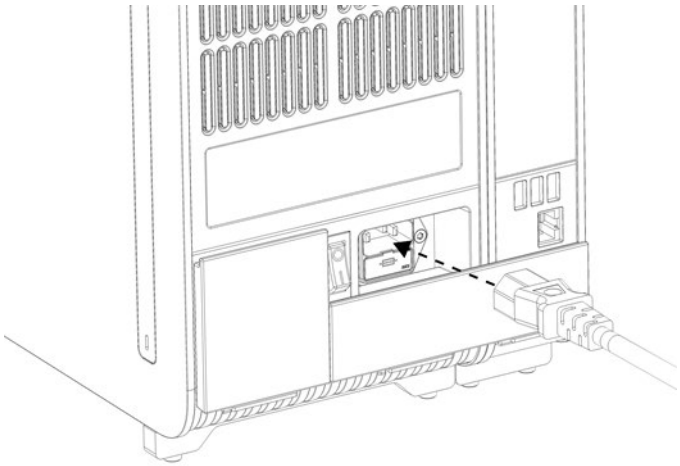

Figura 10. Conexión del cable de alimentación.
7. Conecte el cable de alimentación suministrado con el dispositivo QIAstat-Dx Analyzer 2.0 a la parte posterior del módulo analítico (Figura 10).